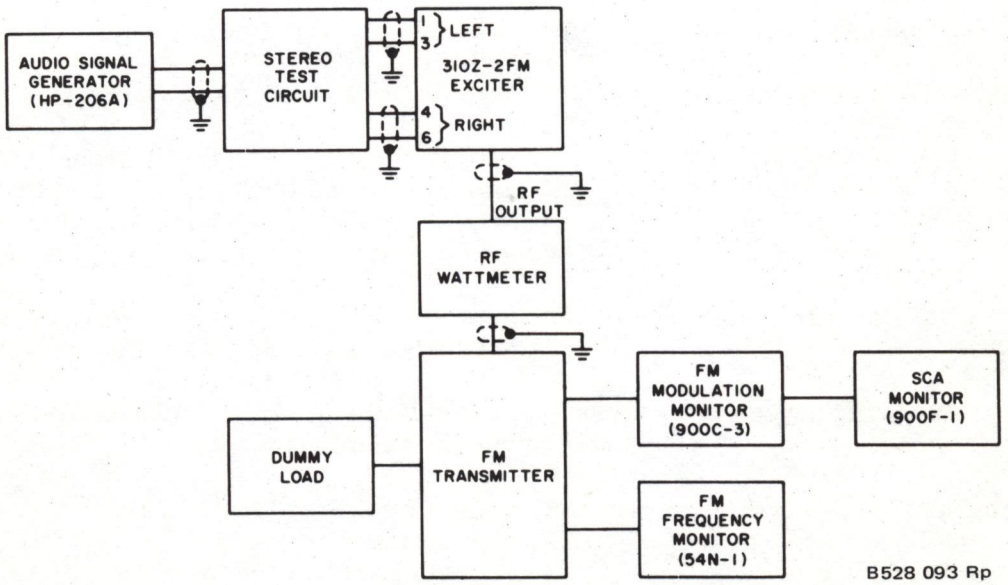

Figure 5-2. Test Equipment Connections to 310Z-2 for Adjustment and Test Procedures.
a. Remove exciter from transmitter or equipment rack, remove rear cover, and connect equipment as shown in figures 5-2 and 5-3.
Read and understand procedures for measurement of main and subchannel audio in modulation monitor instruction manual. Connect 310Z-2 exciter as shown in figure 5-2, and set S2 to stereo mode.
a. With equipment connected as shown in figure 5-2, set MODULATOR METER switch on FM modulation monitor to SCA MOD.
a. With equipment connected as shown in figure 5-2, turn stereo test circuit switch to OFF.
a. Connect equipment as shown in figure 5-2.
a. Connect the equipment as shown in figure 5-2, and turn stereo test circuit switch to OFF.
a. Connect the equipment as shown in figure 5-2.
a. With the equipment connected as shown in figure 5-2, set the MOD switch on the 310Z-2 to LEFT and the stereo test circuit switch to L.
a. With equipment connected as shown in figure 5-2, set the MODULATION switch on the 310Z-2 to STEREO and the stereo test circuit switch to LEFT.
a. With equipment connected as shown in figure 5-2, place PILOT CARRIER switch to ON.